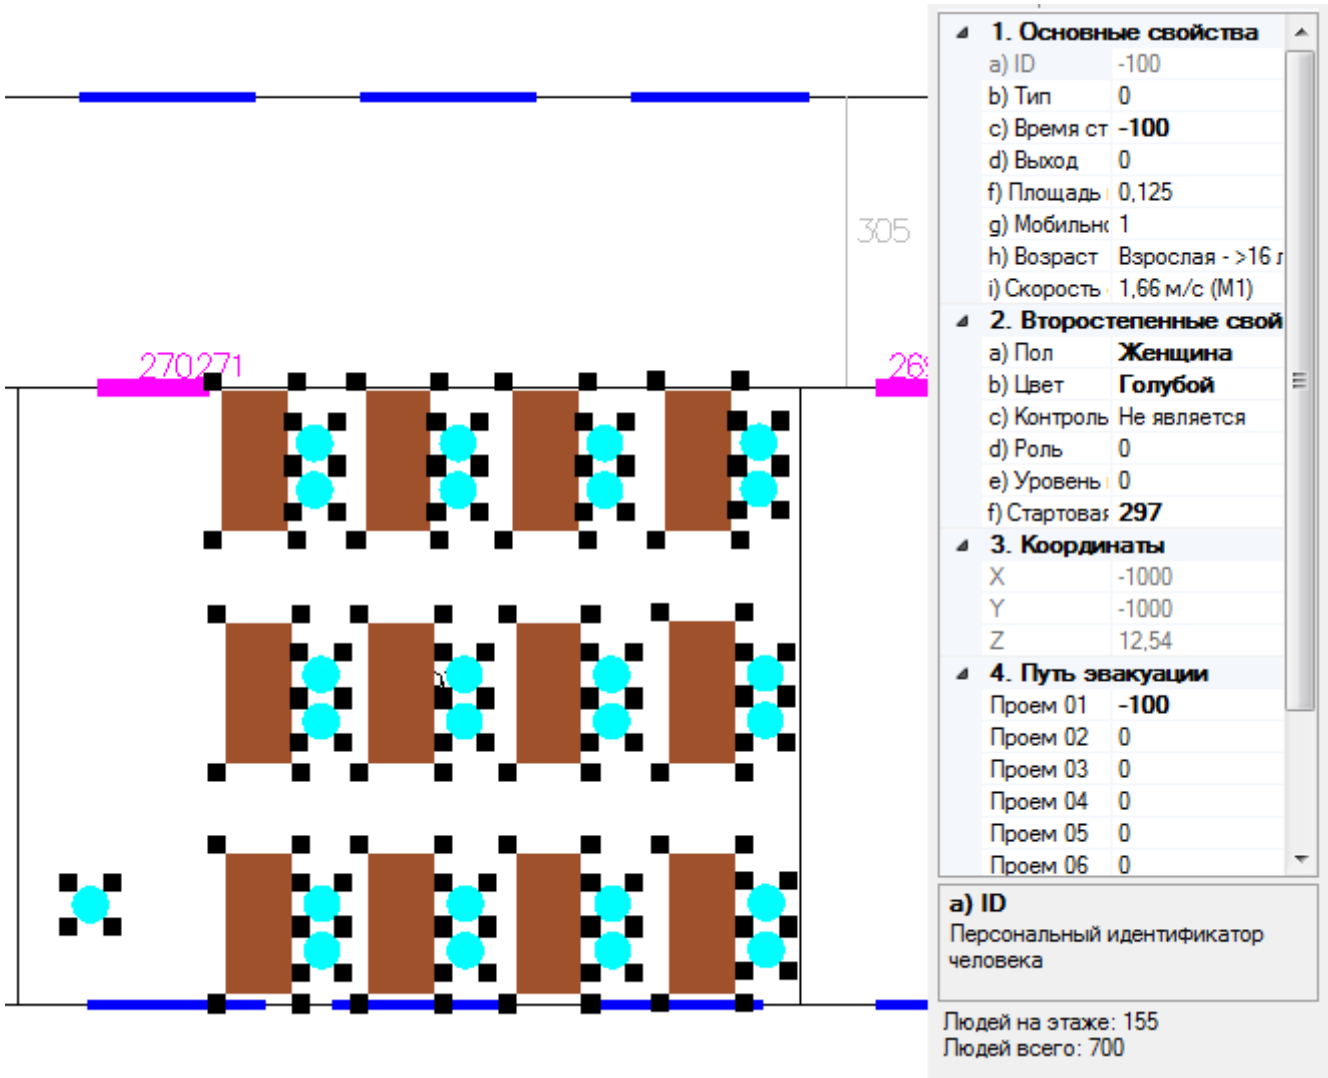

Рисунок 6.11 – Групповое редактирование свойств человека с помощью инспектора свойств
- *одиночное:* выделить человека («кликнуть» левой клавишей мыши на изображение соответствующего человека), справа откроется инспектор свойств человека, изменить требуемые характеристики, по завершении ввода информации в поле, нажать кнопку «Enter» на клавиатуре, Рисунок 6.11;
- *групповое:* при нажатой левой клавише выделить мышью прямоугольную область, объекты плана, попавшие в эту область, выделятся (в выделенную область могут попасть и элементы мебели), справа откроется инспектор свойств человека, Рисунок 6.11: значения совпадающих характеристик будут отображены нормальным образом; поля несовпадающих характеристик будут либо пустыми, либо присвоено значение «-100» или «-1000» (зависит от характеристики). На Рисунок 6.11 выделенные люди имеют различные значения характеристик: ID, Время старта, координата X, координата Y, Проем 01. Из них являются индивидуальными и